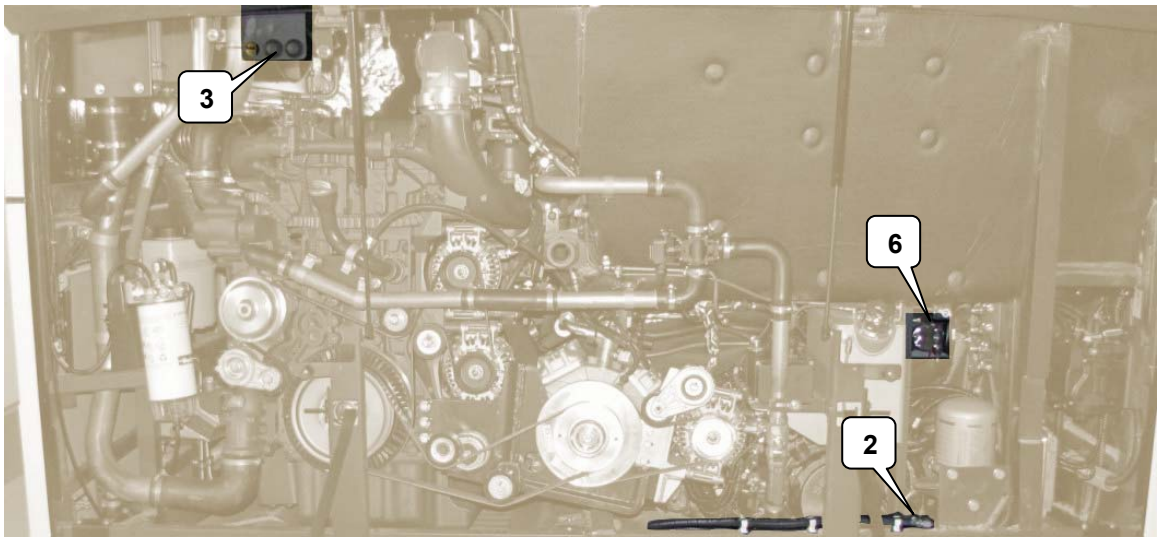

Rys. 1 Elementy układu chłodzenia
- załączyć pompkę płynu chłodzącego (rys. 1, poz. 3), która przepompowuje płyn do zbiornika wyrównawczego układu chłodzenia (rozwiązanie takie zastosowano ze względu na utrudniony dostęp do zbiornika wyrównawczego). Aby nie doszło do przelania płynu chłodzącego należy optycznie kontrolować szklaną rurkę pełniącą rolę wskaźnika zbiornika wyrównawczego. Dostęp do pompki uzyskuje się po otwarciu tylnej klapy obsługowej silnika, natomiast dostęp do kontroli wskaźnika uzyskuje się po otwarciu tylnej górnej lewej klapy obsługowej.